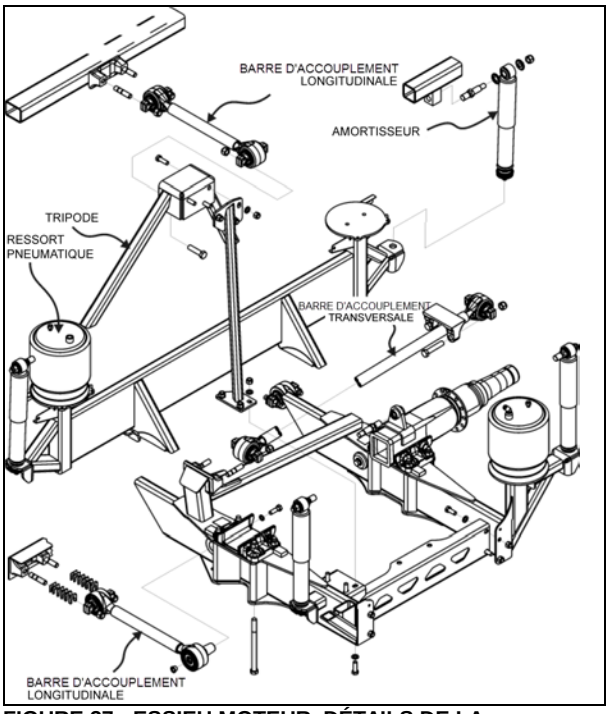

FIGURE 37 : ESSIEU MOTEUR, DÉTAILS DE LA SUSPENSION ARRIÈRE 16106
1. Enlever les écrous et rondelles des amortisseurs sur le goujon de montage supérieur et le support de montage inférieur. Identifier les rondelles intérieure et extérieure en vue de la repose. Se reporter à Figure 37 pour les détails.